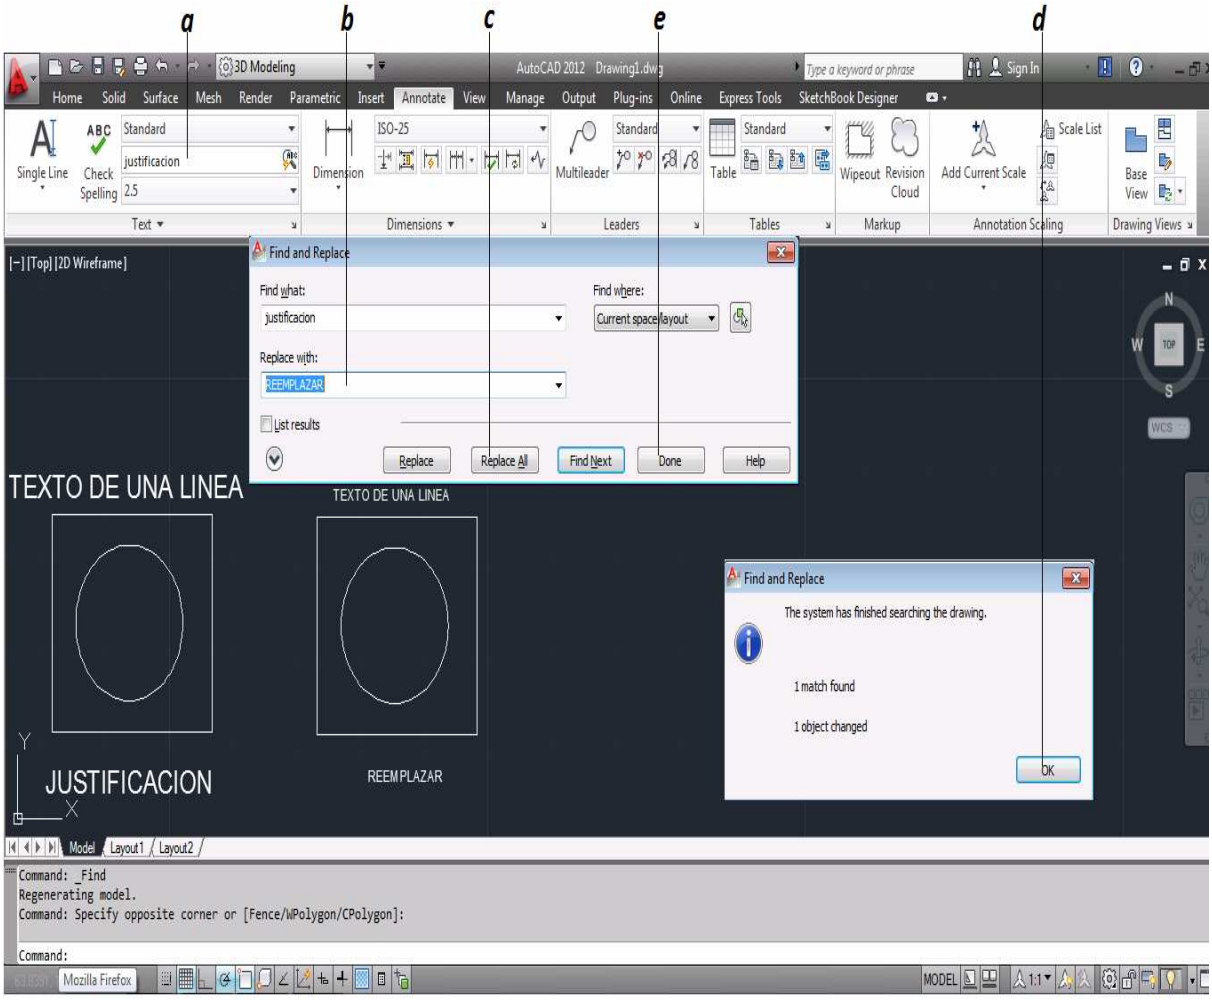

Figura 3.63 Texto "Remplazar"
a. Se da clic en la caja de texto Encontrar Texto [Find Text] y se escribe la palabra *JUSTIFICACION* y se da enter *(figura 3.63).*
b. En la caja de Texto Remplazar se ingresa *REMPLAZAR (figura 3.63).*
c. Se da clic en el botón Remplazar Todos [Replace All] *(figura 3.63).*
d. Se da clic en el botón OK *(figura 3.63).*
e. Se da clic en el botón Terminado [Done] *(figura 3.63).*